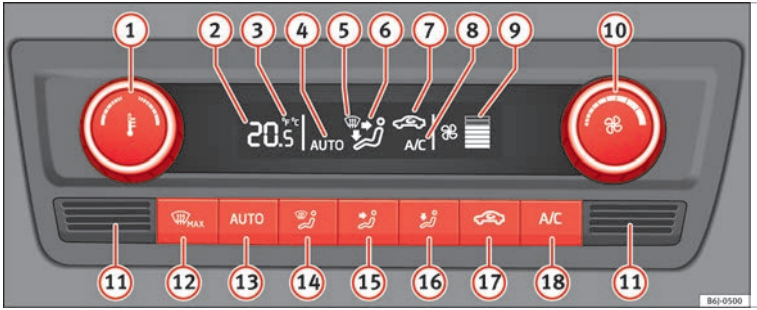

Fig. 172 Climatronic: controls.
- A/C ››› Fig. 172 (18) turned on.
- Turn control (10) to the left until the segments of column (9) ››› Fig. 172 switch off.
- Press the button AUTO (13) ››› Fig. 172.
Keep the AUTO and A/C buttons ››› Fig. 172 held down for **2 seconds** at the same time. The data is displayed on the screen in the units required.
- **The interior temperature sensor (11) ››› Fig. 172 is at the bottom. Do not cover it with stickers or the like, as this could have a negative effect on Climatronic operations.**
- Press the button AUTO (13) ››› Fig. 172, and **AUTO** is displayed on the screen.
- When you switch on the ignition, control (1) ››› Fig. 172 can be used to set the required interior temperature.
- Press the button (17) ››› Fig. 172 and the symbol is displayed on the screen.
- Press the button (17) ››› Fig. 172 and the symbol disappears from the screen.
- Turn control (10) ››› Fig. 172 counter-clockwise (to lower the speed) or clockwise (to increase the speed).
- Press the button MAX (12) ››› Fig. 172.
- Press the button MAX (12) ››› Fig. 172 several times or press the AUTO button.